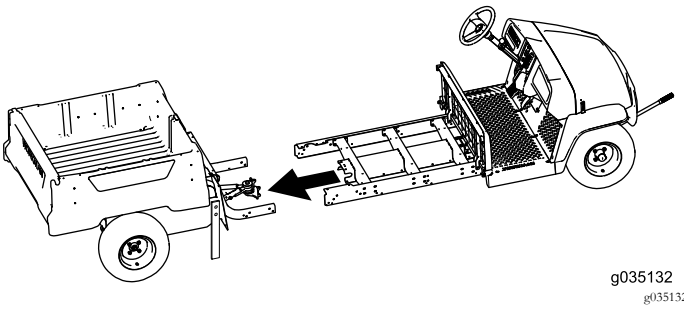

Рисунок 75
7. Вместе с помощником сдвиньте переднюю и заднюю секции машины по направлению друг к другу (Рисунок 75).